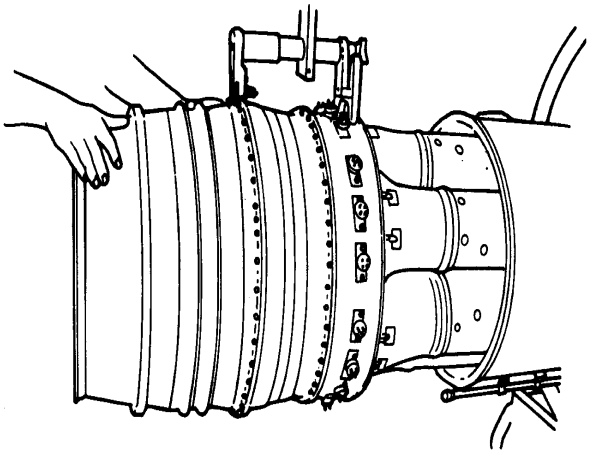

Figure 11. 23032998 Turbine Unit Assembly Lifting Adapter
d. Install 23032998 turbine unit lifting adapter (figure 11).